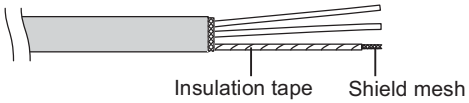

Fig. 1-4
(2) Unbraid the braided shield carefully and twist the unbraided shield wires tightly together. Insulate the shield wires by covering them with an insulation tube or wrapping insulation tape around them. (Fig. 1-4)